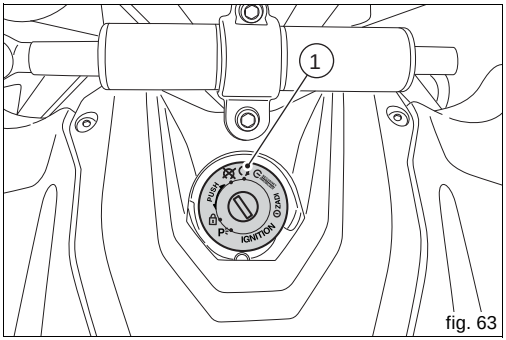

fig. 63
1) Move the ignition key to ON (1, fig. 63). Make sure both the green light N and the red light on the instrument panel come on.